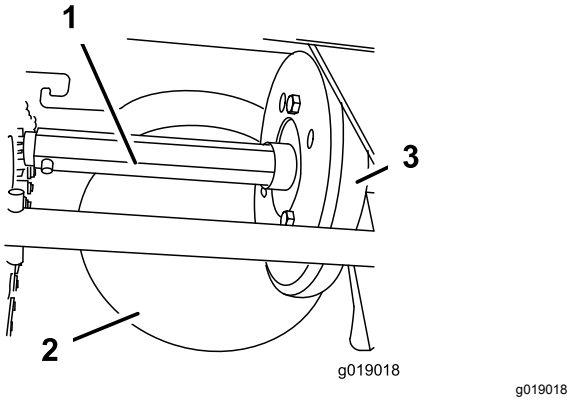

**Figur 42**
Smør et tyndt lag motorolie til biler på sekskantakslen en gang om året (Figur 42).
***Vigtigt:*** **Spild ikke olie på gummihjulet eller friktionsremskiven af stål, da traktionsdrevet i så fald ikke vil tage rigtigt ved (Figur 42).**